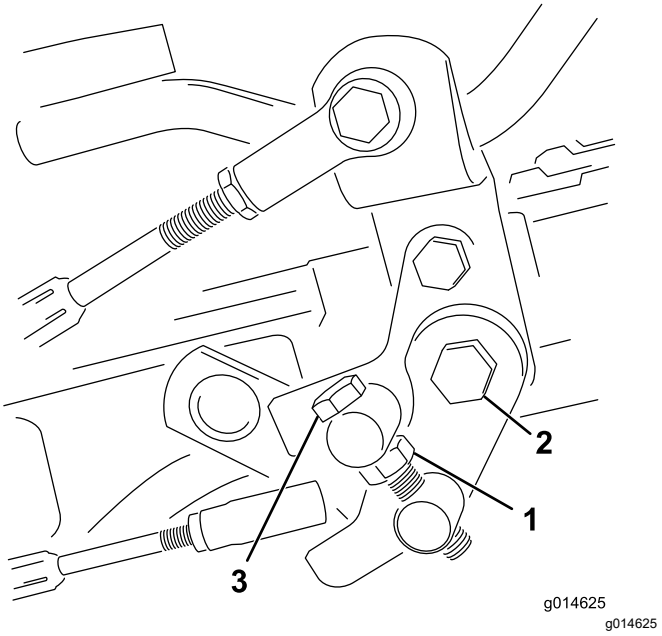

**Figuur 40**
1. Draai de contramoer op de draaitapbout los (Figuur 40).
4. Draai de contramoer op de draaitapbout en de moer op het scharnierpunt van het pedaal vast om de afstelling te vergrendelen (Figuur 40). Controleer de afstelling en stel nogmaals af indien dit nodig is.